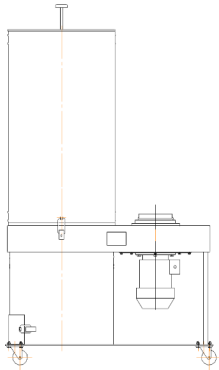

Рис. 2
– УВП-2000АК – на основании с 4-я колесными опорами, рис. 2.